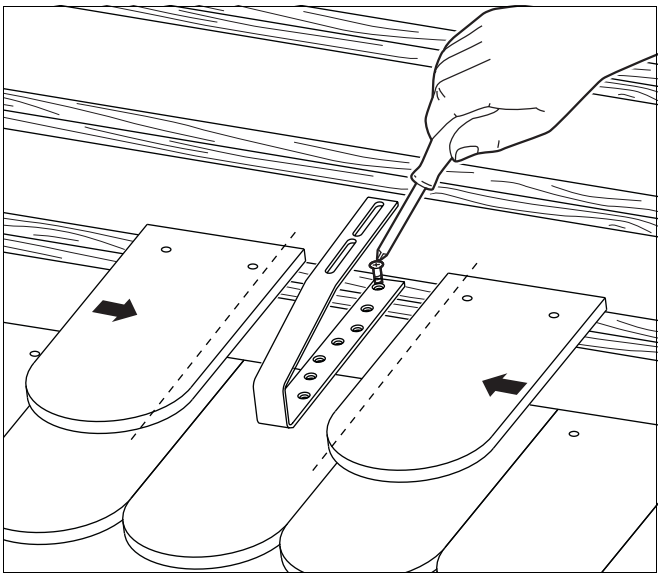

Afb. 25 Beverstaartpannen snijden en bijkomende specifieke dakhaken (toebehoren) monteren
- Monteer de bijkomende specifieke dakhaken (toebehoren: gebruiksvoorwaarden zie hoofdstuk 6.2.2 "Bijkomende dakhaken aanbrengen (toebehoren)", pagina 21) met de bijgeleverde schroeven in het midden op de beverstaartpan (afb. 25).
- Snijd de aansluitende beverstaartpan (afb. 25, gestippelde lijnen).